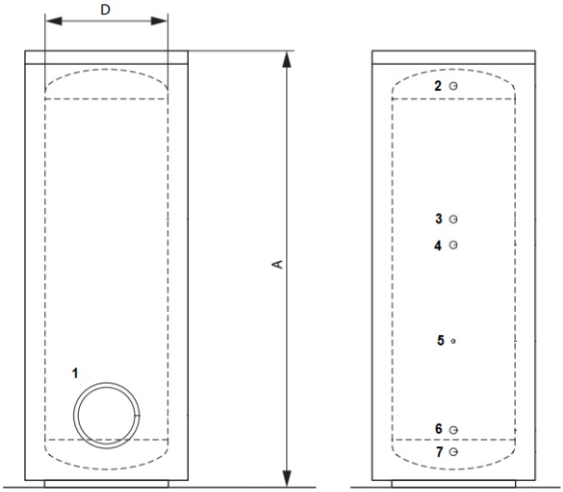

рис. 2
Основные размеры накопительного водонагревателя указаны в Таблице 1 и на Рис. 2:
Порядок действий при установке накопительного водонагревателя (см. рис. 2):
• Датчик температуры опустите до упора в гильзу датчика температуры (рис. 2, позиция 5).